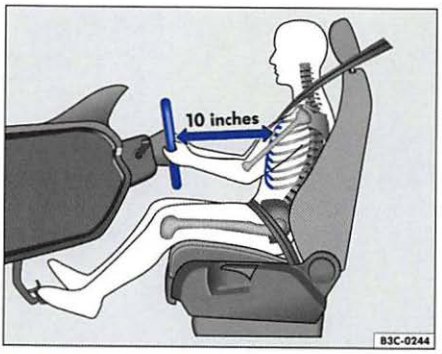

Fig. 23 Illustration of principle: proper seating position for driver
– Adjust the steering wheel this way until the correct position is set ⇒ fig. 23.
10 inches (25 cm) between your breastbone and the steering wheel ⇒ fig. 23.